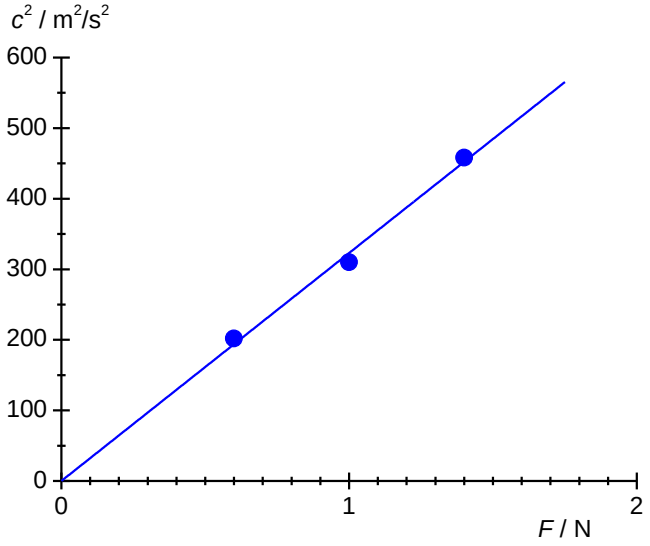

Fig. 8: Quadrat der Wellengeschwindigkeit c^2 der Seilwellen in Abhängigkeit von F.
- Quadrate der Wellengeschwindigkeiten c^2 berechnen, in Tab. 4 eintragen, gegen die Spannkraft F graphisch auftragen und eine Gerade anpassen (Fig. 8).
- Aus der Geradensteigung nach Gleichung (8) durch Kehrwertbildung die Massenbelegung μ des Seils bestimmen.